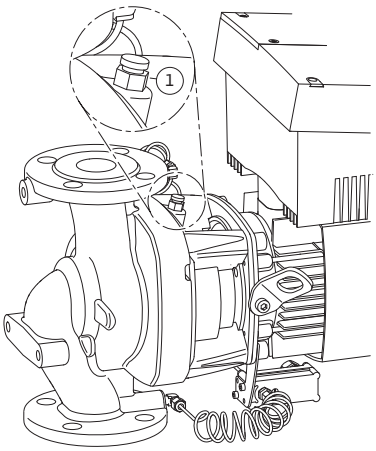

*Fig. 45: Válvula de ventilación*
- Purgue las bombas soltando las válvulas de ventilación (Fig. 45, pos. 1). La marcha en seco daña el cierre mecánico de la bomba. No purgue la sonda de presión diferencial (riesgo de daños).